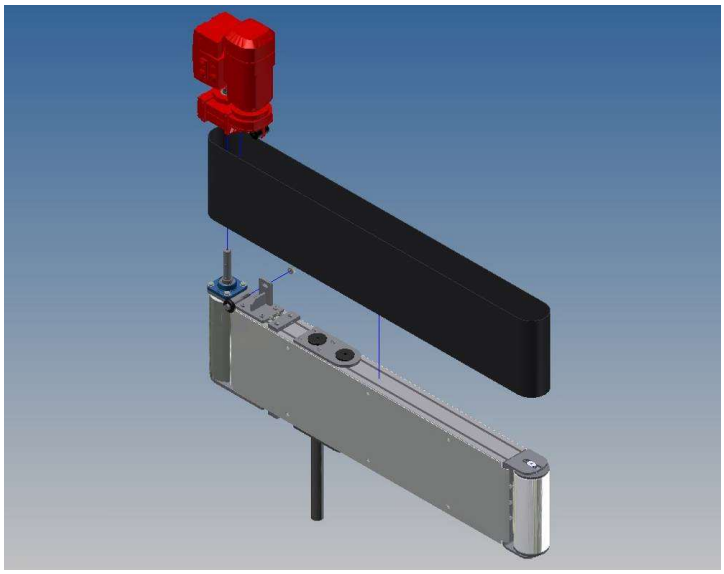

Figura 95: rimozione del tappeto.
5. estrarre, sollevandolo, il vecchio nastro a tappeto, quindi inserire il nuovo (Figura 95);